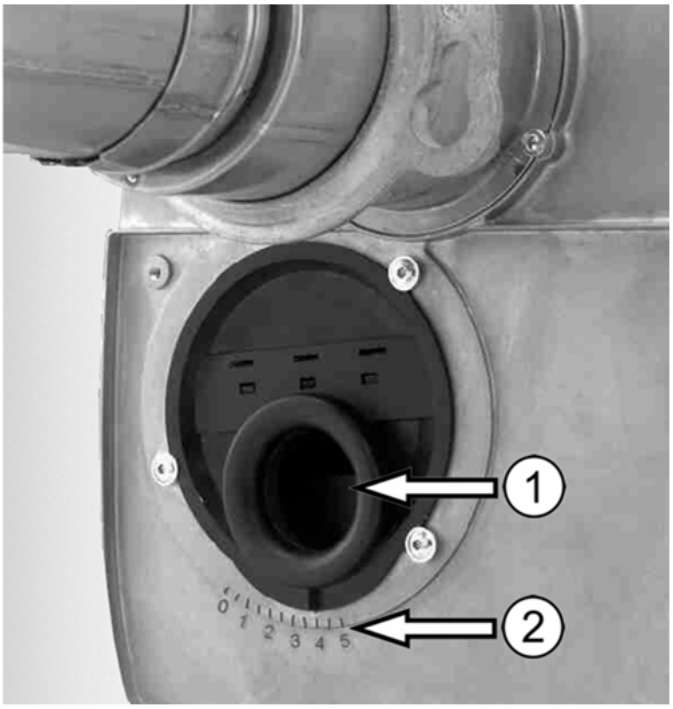

Abb. 30: Lufteinlaufdüse ① und Skala ②
Muss die Einstellung der Lufteinlaufdüse ① (s. Abb. 30) verändert werden, so kann dies wie folgt geschehen:
- ➡ Lösen Sie die drei Klemmschrauben der Lufteinlaufdüse ①.
- ➡ Drehen Sie die Lufteinlaufdüse ① auf einen höheren Skalenwert ②, um eine größere Luftmenge zu erhalten.